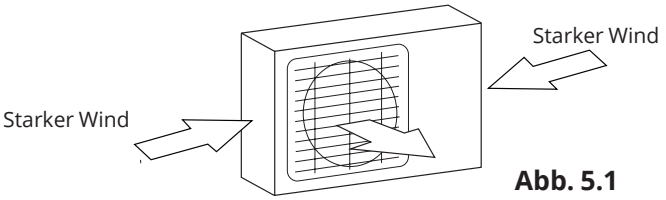

Abb. 5.1
- ☑ Wenn der Aufstellplatz starkem Wind ausgesetzt ist, z.B. in Küstennähe, muss das Gerät möglichst nah an der Wandfläche installiert werden, um es vor dem Wind zu schützen. Wenn erforderlich, benutzen Sie ☑ eine Abdeckung. (Siehe Abb. 5.1 und 5.2)